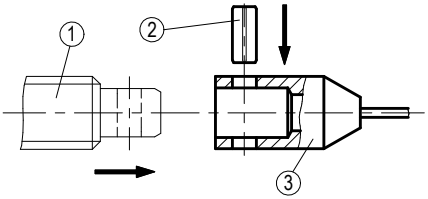

Abb. 4: Montage der Seilverlängerung
Die Montage der Seilverlängerung erfolgt durch Aufstecken des Anschlussstückes (3) auf die Schraubverbindung (1). Mittels eingepresster Spannhülse (2) werden beide Teile formschlüssig miteinander verbunden (Abb. 4).